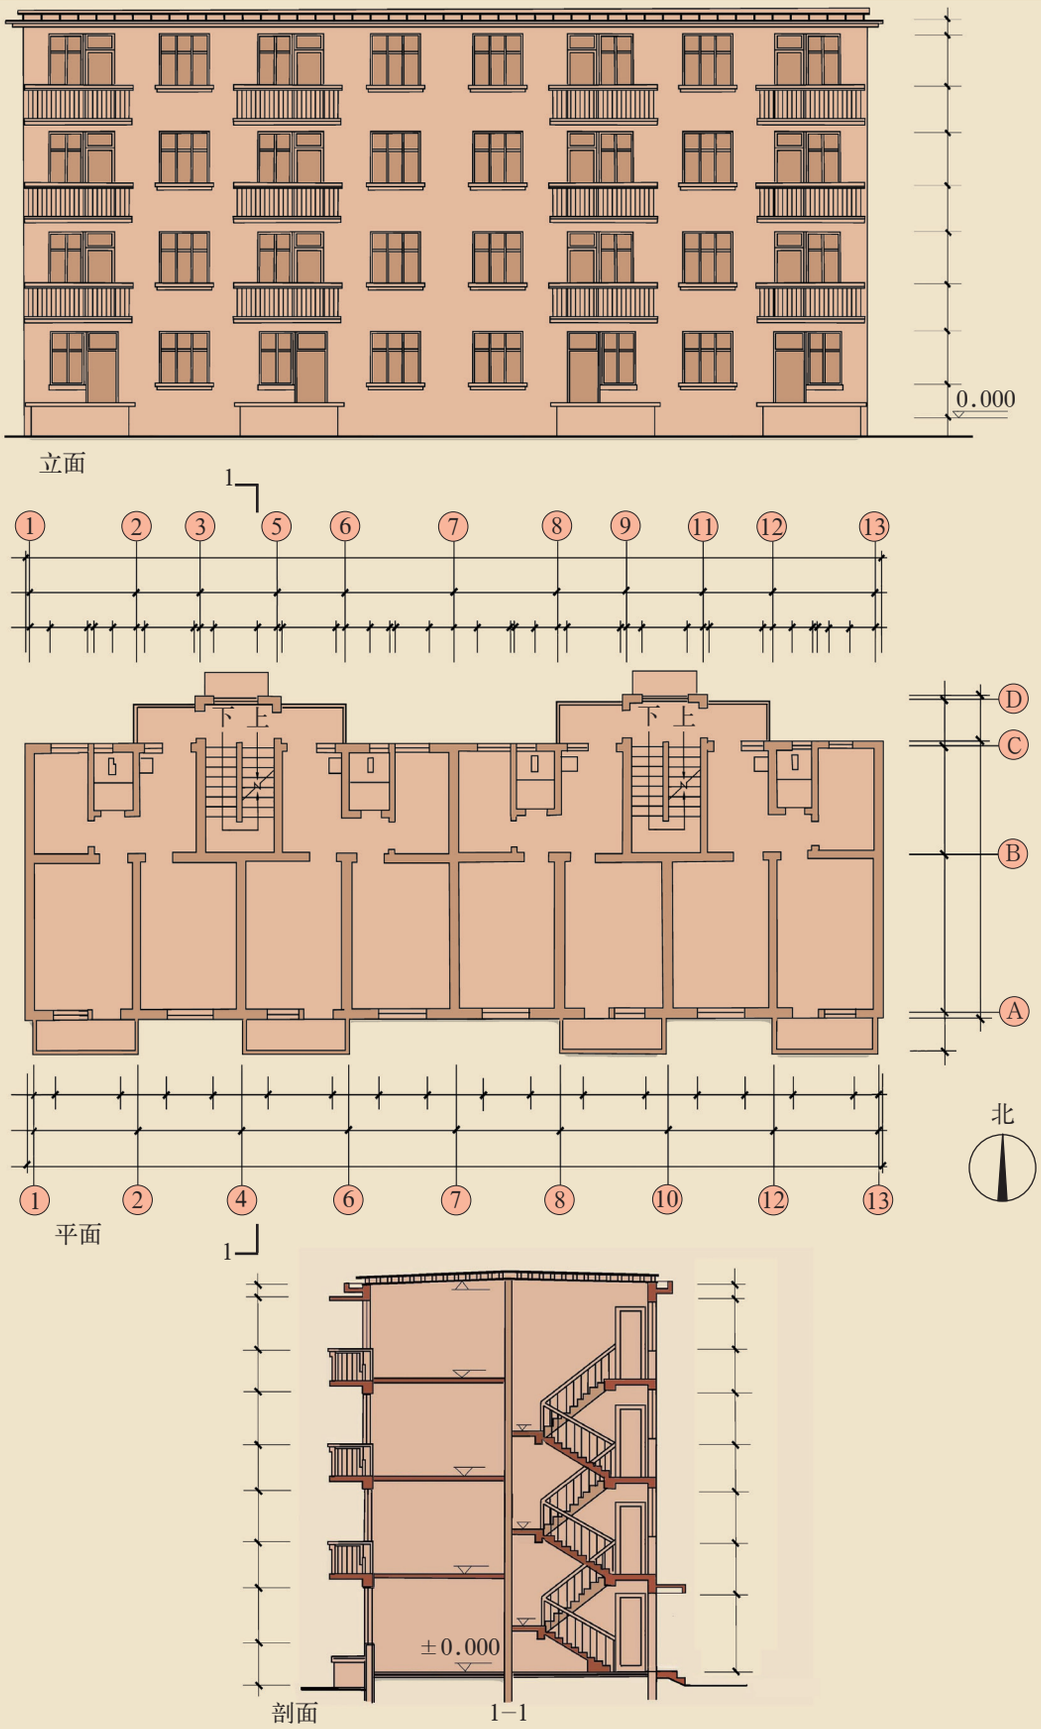

图 3.26　某住宅楼的立面、平面、剖面图
图 3.26 为根据建筑方案绘制的某住宅楼的立面、平面和剖面图。平面图中的尺寸确定了房间的面积和形状、门窗的大小和位置，以及各房间的交通联系（包括走道和楼梯），平面图中的“指北针”表示了房屋的朝向。立面图表示了门窗、墙柱、阳台、遮阳板、雨篷、檐口、花饰的高度和尺寸及比例关系等。剖面图反映了房屋的层数和各部分的标高，如层高、净高、窗台高度和室内外地面标高，以及房间的剖面形状和比例关系。平面、立面和剖面图是相互关联的，通过平面、立面和剖面图可以了解房屋建成后的情况。
1. 对周围的住宅楼房间的大小、门窗尺寸、阳台做法、走廊和楼梯的位置进行调查后，请你确定图 3.26 中各部分的尺寸（以厘米为单位）。
如果你在图 3.26 中选择了一个建筑部位（基础、墙体、楼地层、楼梯、门窗或屋顶）进行设计，画出了设计图，现在要制作其模型进行展示。请你想一想：